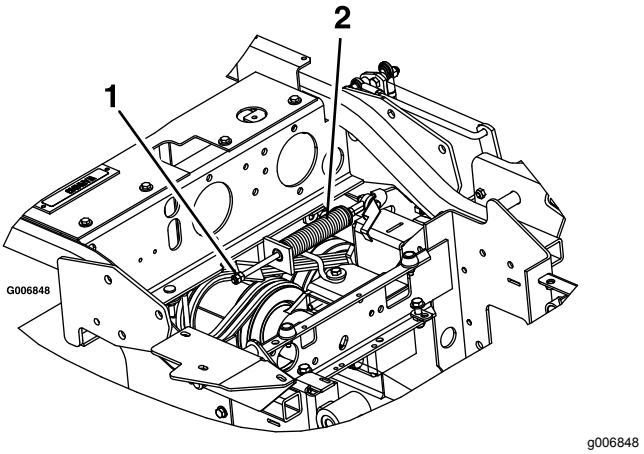

Figuur 67
3. Zoek de remveer en draai de 2 contramoeren naar het uiteinde van de remveerstang (Figuur 67).